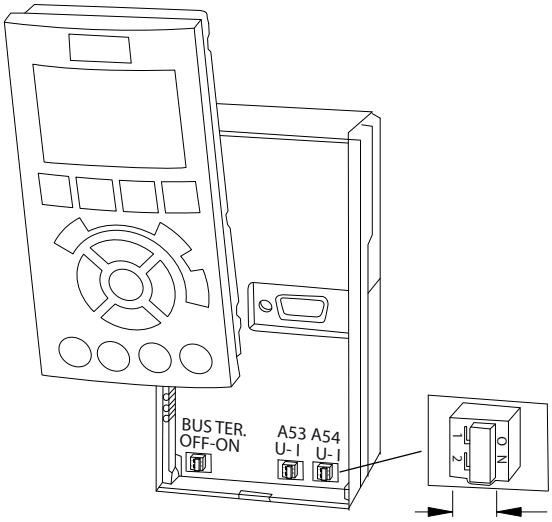

Ilustración 5.40 Ubicación de los conmutadores de los terminales 53 y 54
- En la tarjeta de control, se incluye un conmutador (BUS TER) para la resistencia de terminación de bus. Consulte la *Ilustración 5.40*.
1. Extraiga el LCP. Consulte la *Ilustración 5.40*.